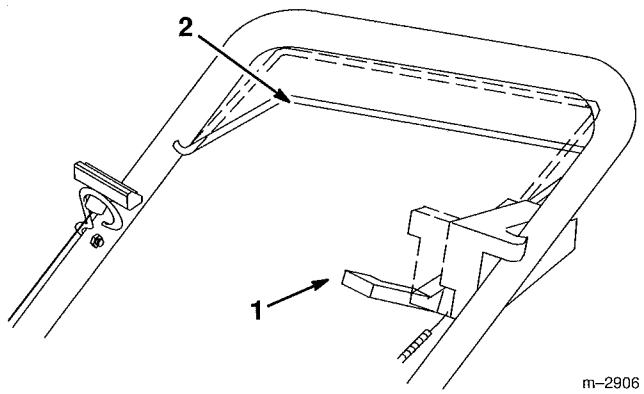

Figure 15
5. To disengage self–propelled drive, lower control bar halfway and move traction control lever forward (toward engine) (Fig. 15).